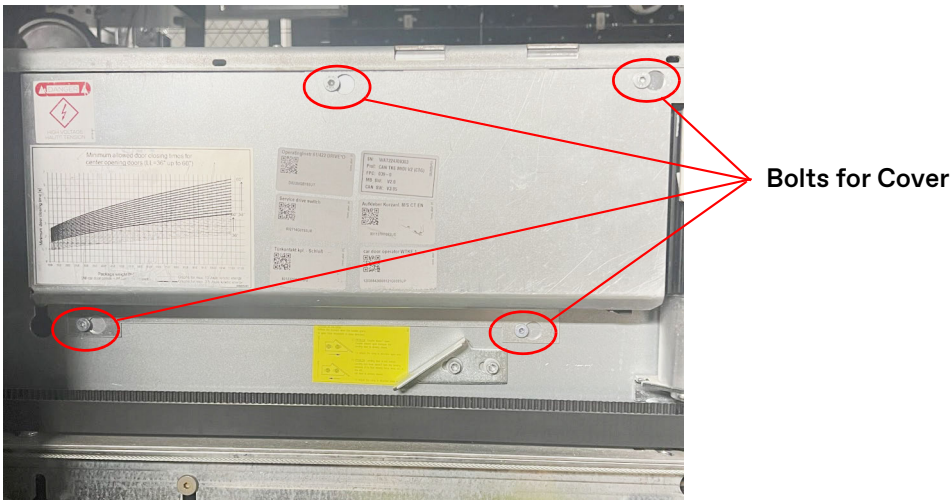

Figure 2 - Door Operator Cover
8. Use a 4mm Allen wrench to remove the four (4) bolts securing the door operator cover, and then remove the cover. See Figure 2.